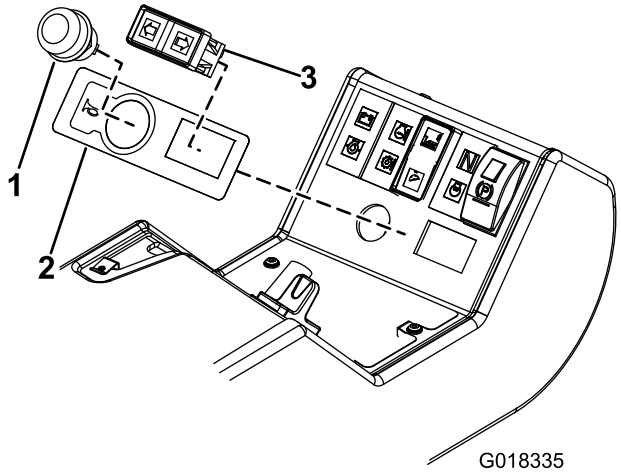
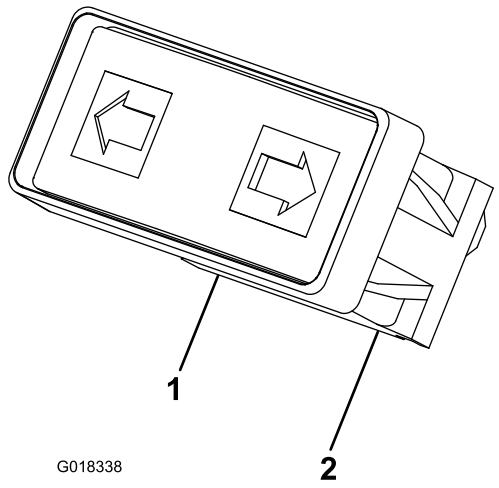

Figure 18
Figure 19
9. Apposez l'autocollant de l'avertisseur sonore en alignant les bords des trous rond et rectangulaire (Figure 18).
10. Montez le bouton d'avertisseur sonore et l'interrupteur des indicateurs de direction dans le panneau de commande (Figure 18). Montez l'interrupteur des indicateurs de direction avec les fils vert/rouge à gauche et les fils vert/blanc à droite, comme montré à la Figure 19.